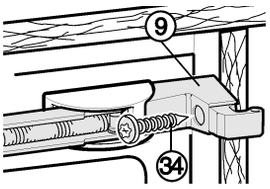

*Fig. 32*
▶ Apparaat bovenaan vastzetten: druk het apparaat stevig tegen de meubelwand en draai met spaanderplaatschroeven *Fig. 32 (34)* vast doorheen de lagerbus *Fig. 32 (9)*.